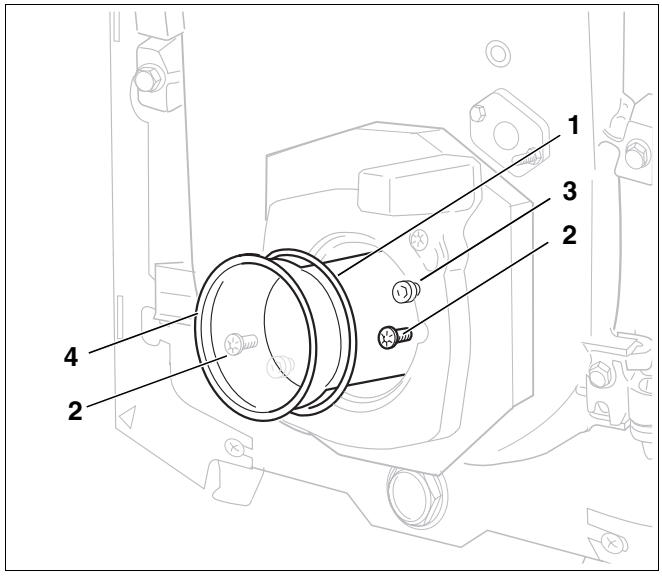

Fig. 30 Sostituire il boccaglio e controllare la guarnizione
- Allentare le due viti di fissaggio (fig. 30, **pos. 2**).
- Montare un nuovo boccaglio (fig. 30, **pos. 4**) e l'O-Ring (fig. 30, **pos. 1**).
- Posizionare il bruciatore su entrambe le viti della relativa flangia (fig. 30, **pos. 3**).
- Ruotare a sinistra fino all'arresto ed avvitare di nuovo le viti di fissaggio (fig. 30, **pos. 2**).